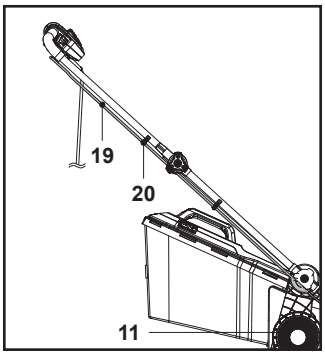

Fig. 4
6. Attach the control cord (19) with the two cord clips (20) (Fig. 4).